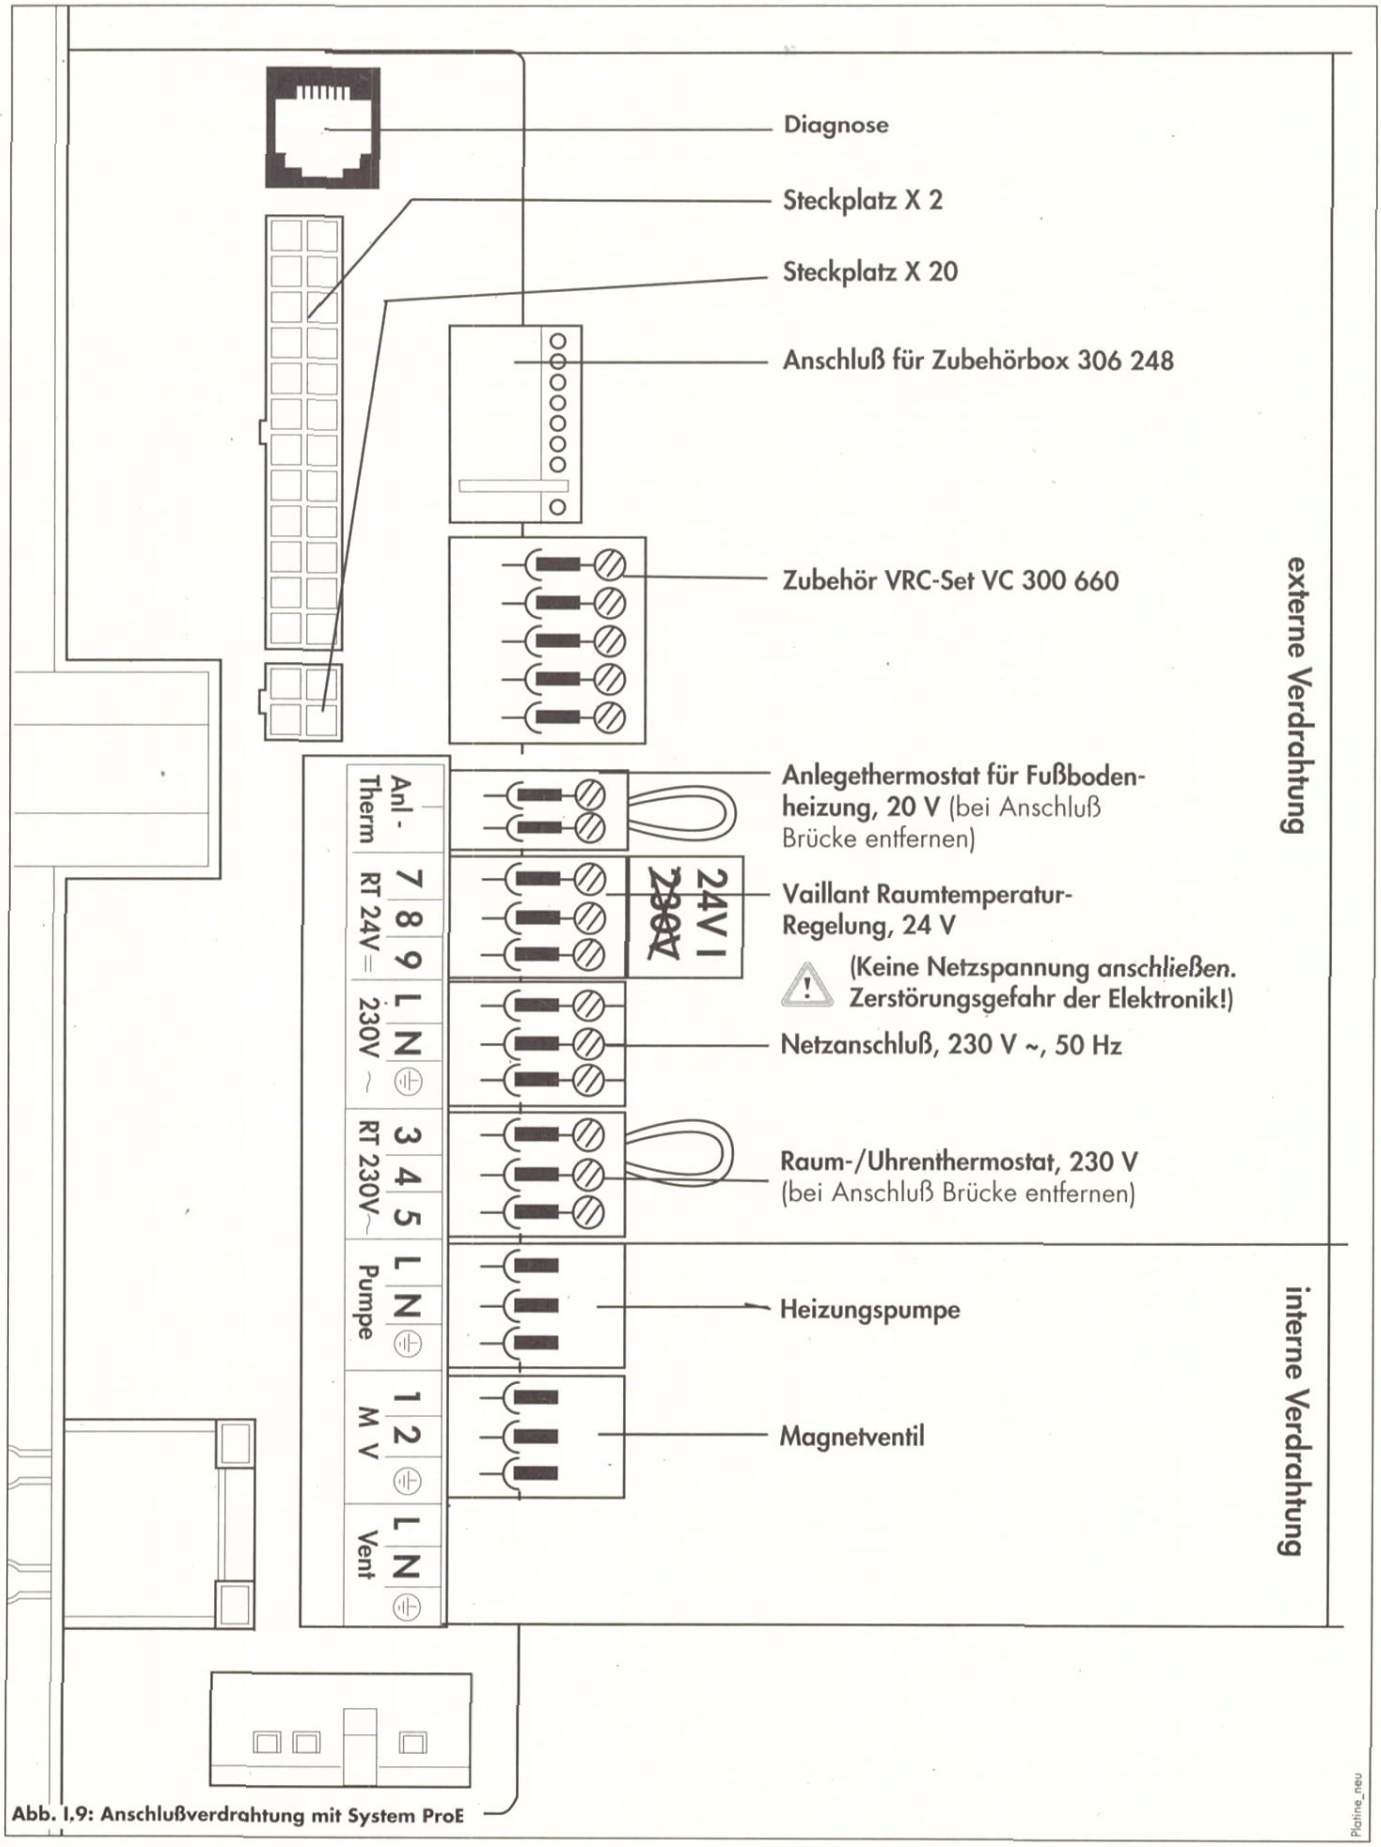

Abb. I.9: Anschlußverdrahtung mit System ProE
Das Vaillant Verdrahtungssystem ermöglicht Ihnen eine schnelle und problemlose Elektroinstallation durch das **kodierte, farblich gekennzeichnete Elektro-Steckverbindungssystem ProE** (siehe Abb. I.9).
- Schieben Sie die Kabelzugentlastung (**5**) über die Anschlußleitung und verbinden Sie die Litzen mit den farblich gekennzeichneten Steckern (**6, beachten Sie die Lage von N, L und Erde, siehe auch Abb. I.9**).
- Stecken Sie den Stecker (**6**) auf den farblich entsprechend gekennzeichneten Steckplatz der Platine. Beachten Sie, daß die Netzzuleitung nur an dem dafür vorgesehenen Stecker (N, L und Erde) angeklemmt werden darf (siehe Abb. I.9).
- Falls erforderlich, schließen Sie auf die gleiche Art und Weise die in Abb. I.9 aufgeführten Zubehöre an.